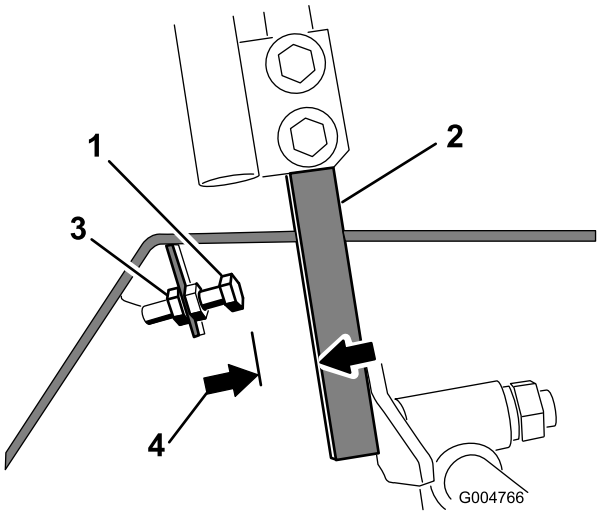

Figuur 65
4. Draai de contramoer op de aanslagbout voor een van de rijhendels los (Figuur 65).